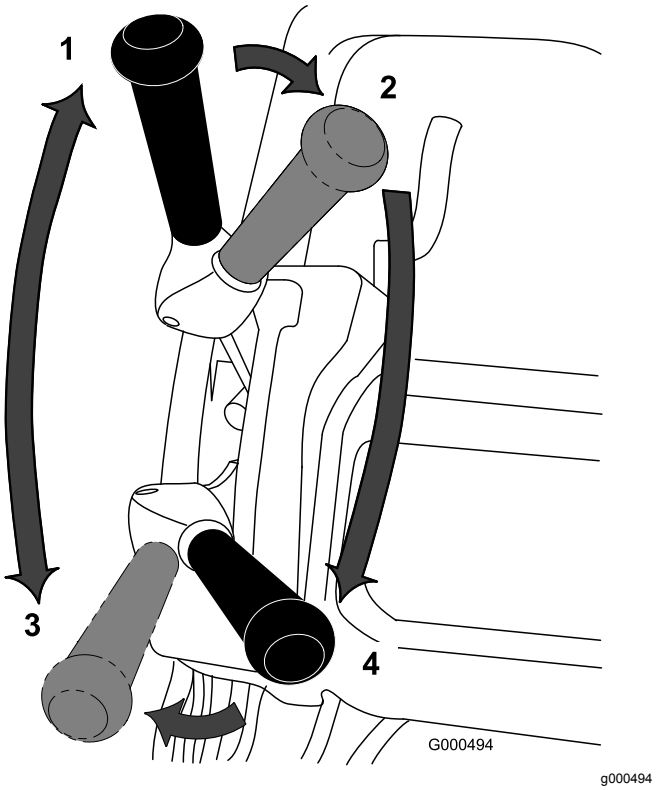

Figuur 38
1. Start de motor, zet de gashendel op lage snelheid, duw de handgreep omlaag om de maai-eenheid omhoog te brengen, druk de dodemanshendel in, zet de tractiehendel en de aandrijfhendel van de messenkooi in de stand VOORUIT (transport) en ga met de maaimachine naar de rand van de green (Figuur 38).
2. Zet de hendel in de stand NEUTRAAL (Figuur 38).
3. Zet de hendel naar de stand tractie - NEUTRAAL en de aandrijving messenkooi - UIT (Figuur 38).
4. Zet de hendel naar de stand tractie - VOORUIT en de aandrijving messenkooi - AAN (Figuur 38), geef meer gas totdat de machine de gewenste snelheid heeft bereikt. Duw vervolgens de machine de green op, laat de maai-eenheid neer en begin met maaien.